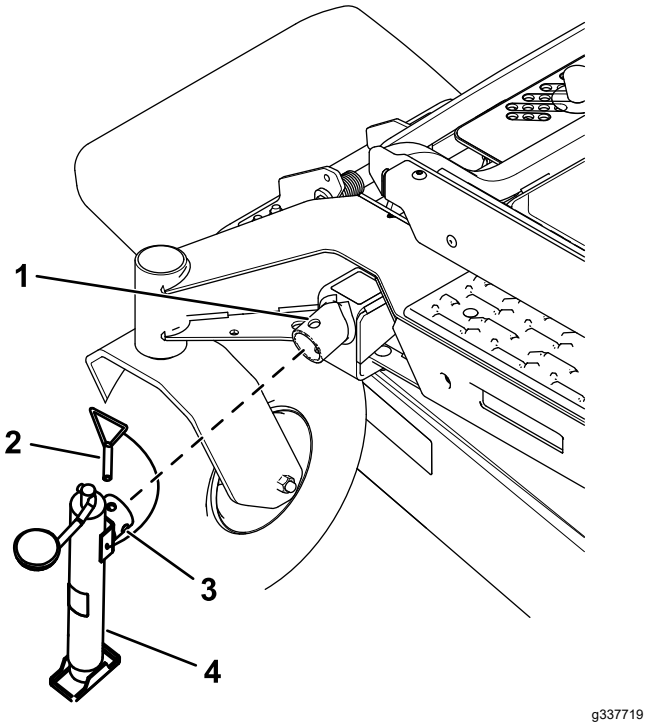

Figure 2
4. Attach the jack to the jack mount using a jack pin (Figure 2).